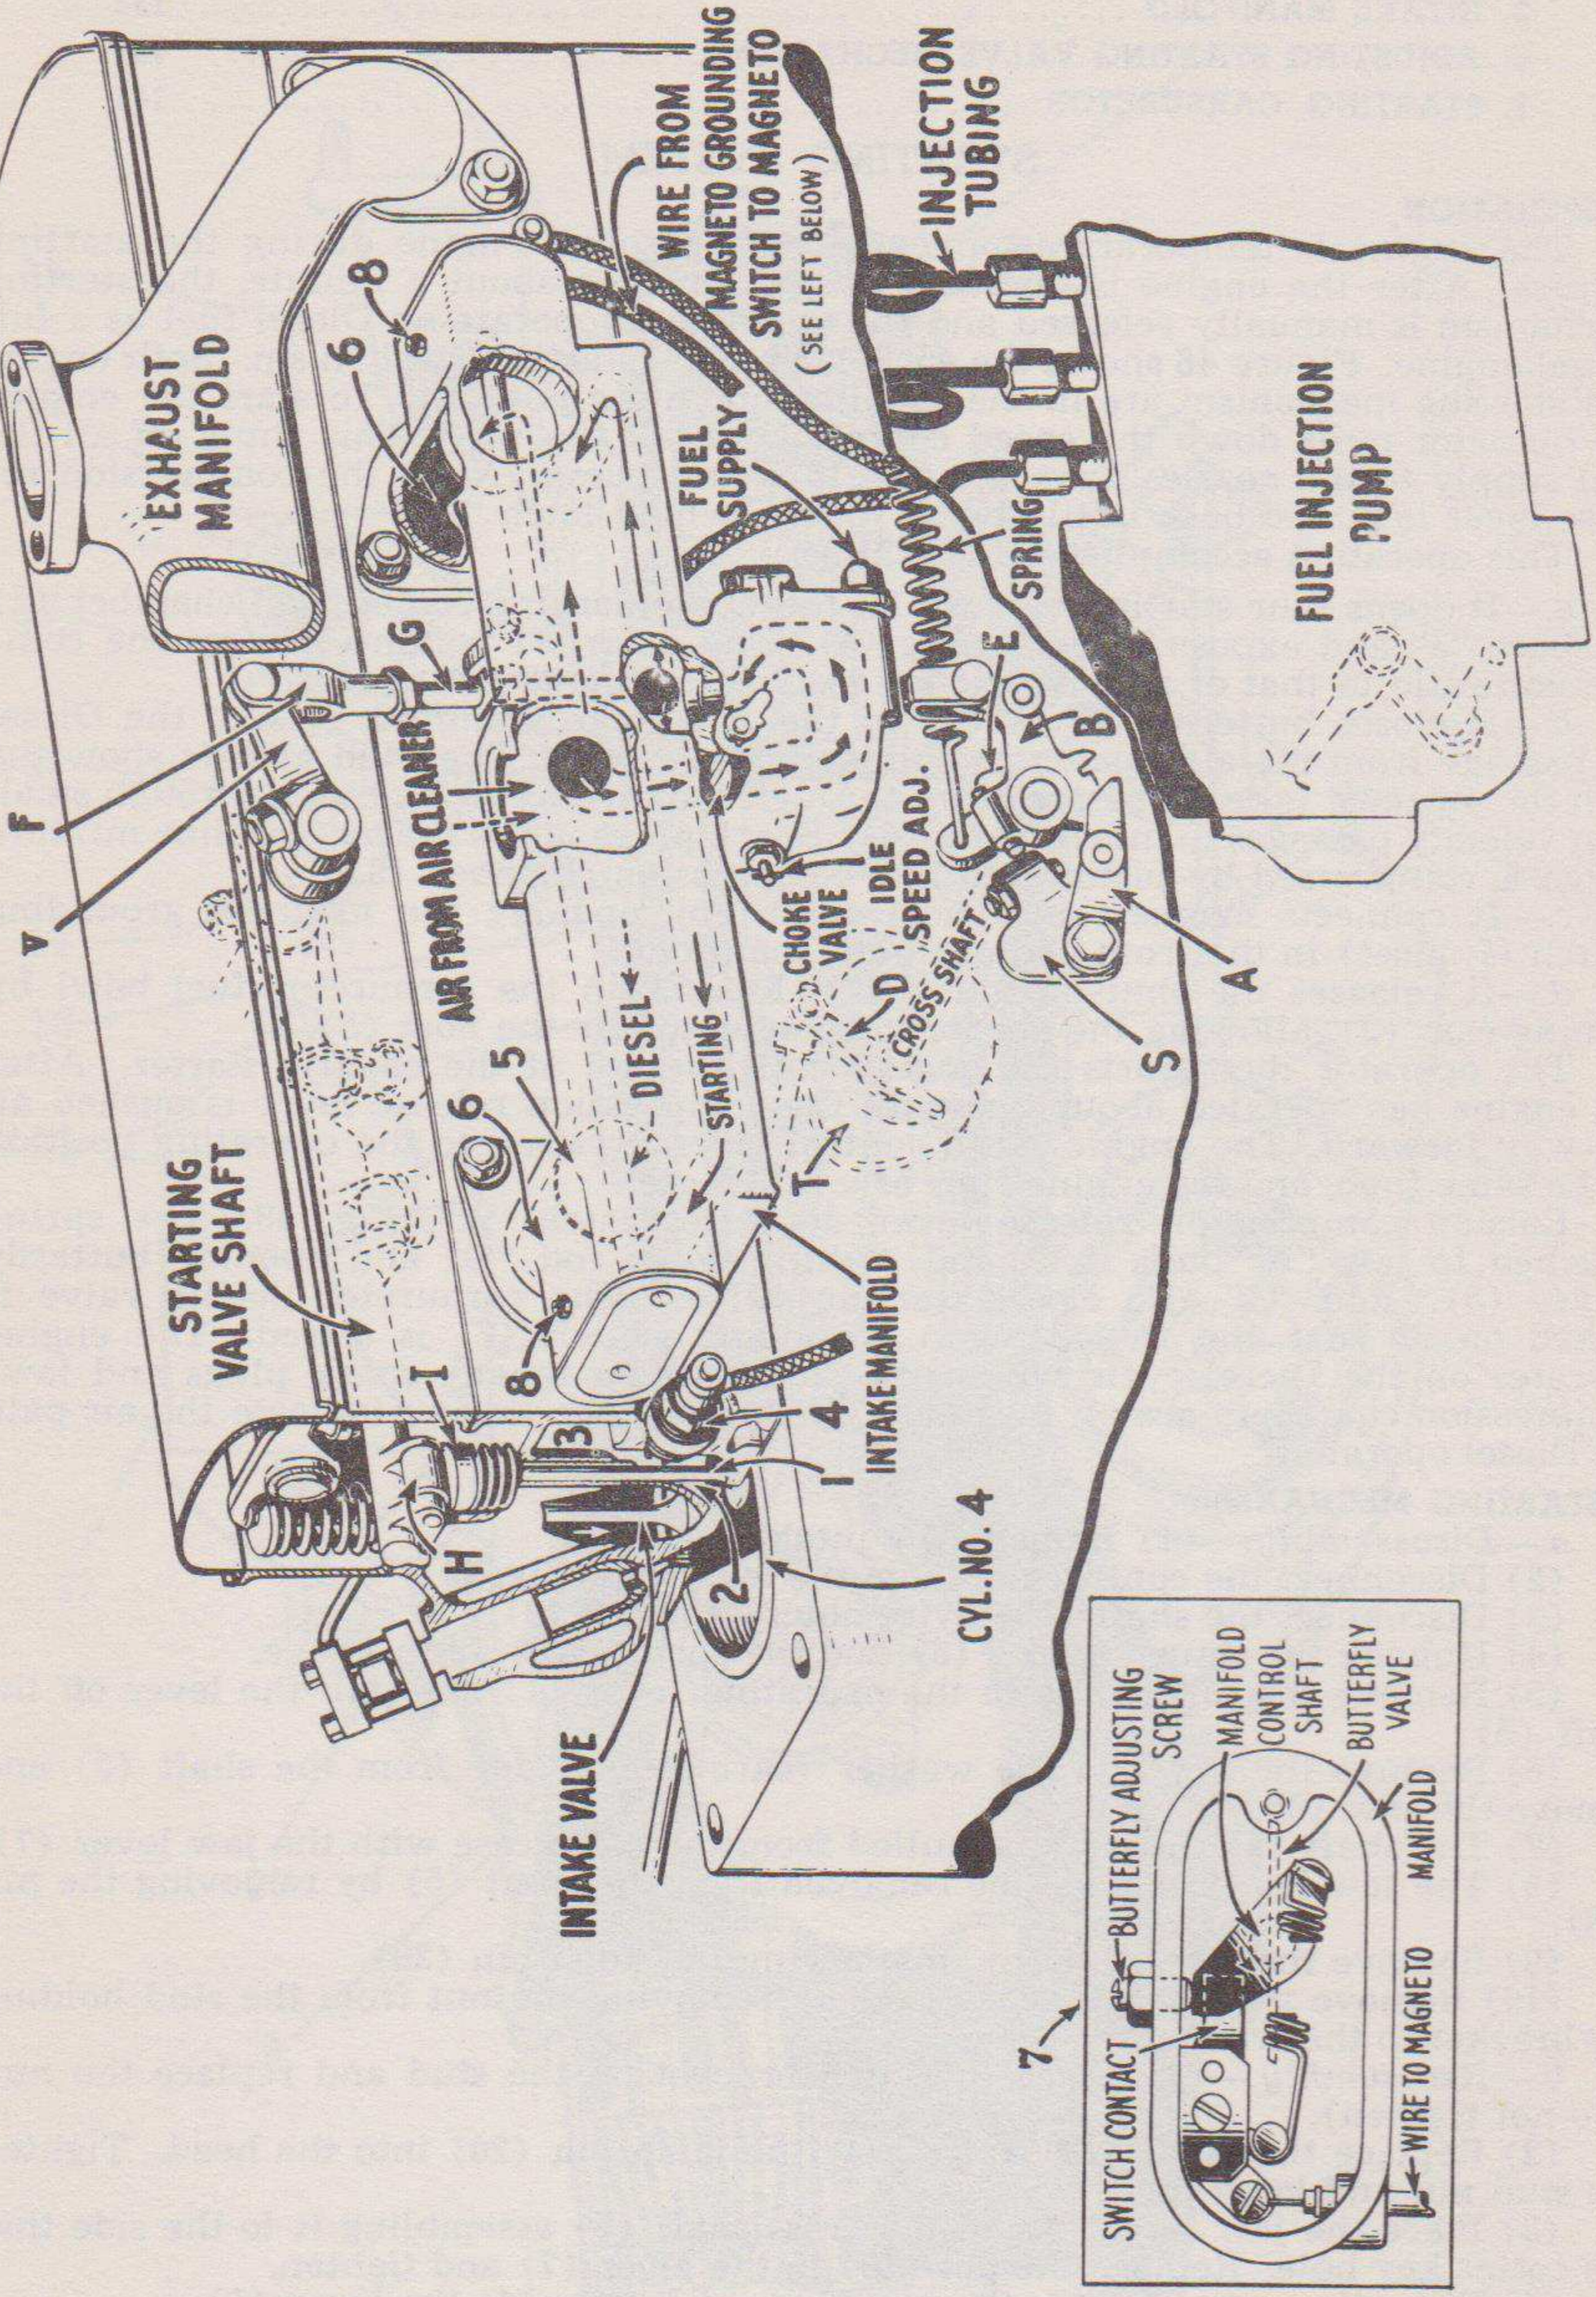
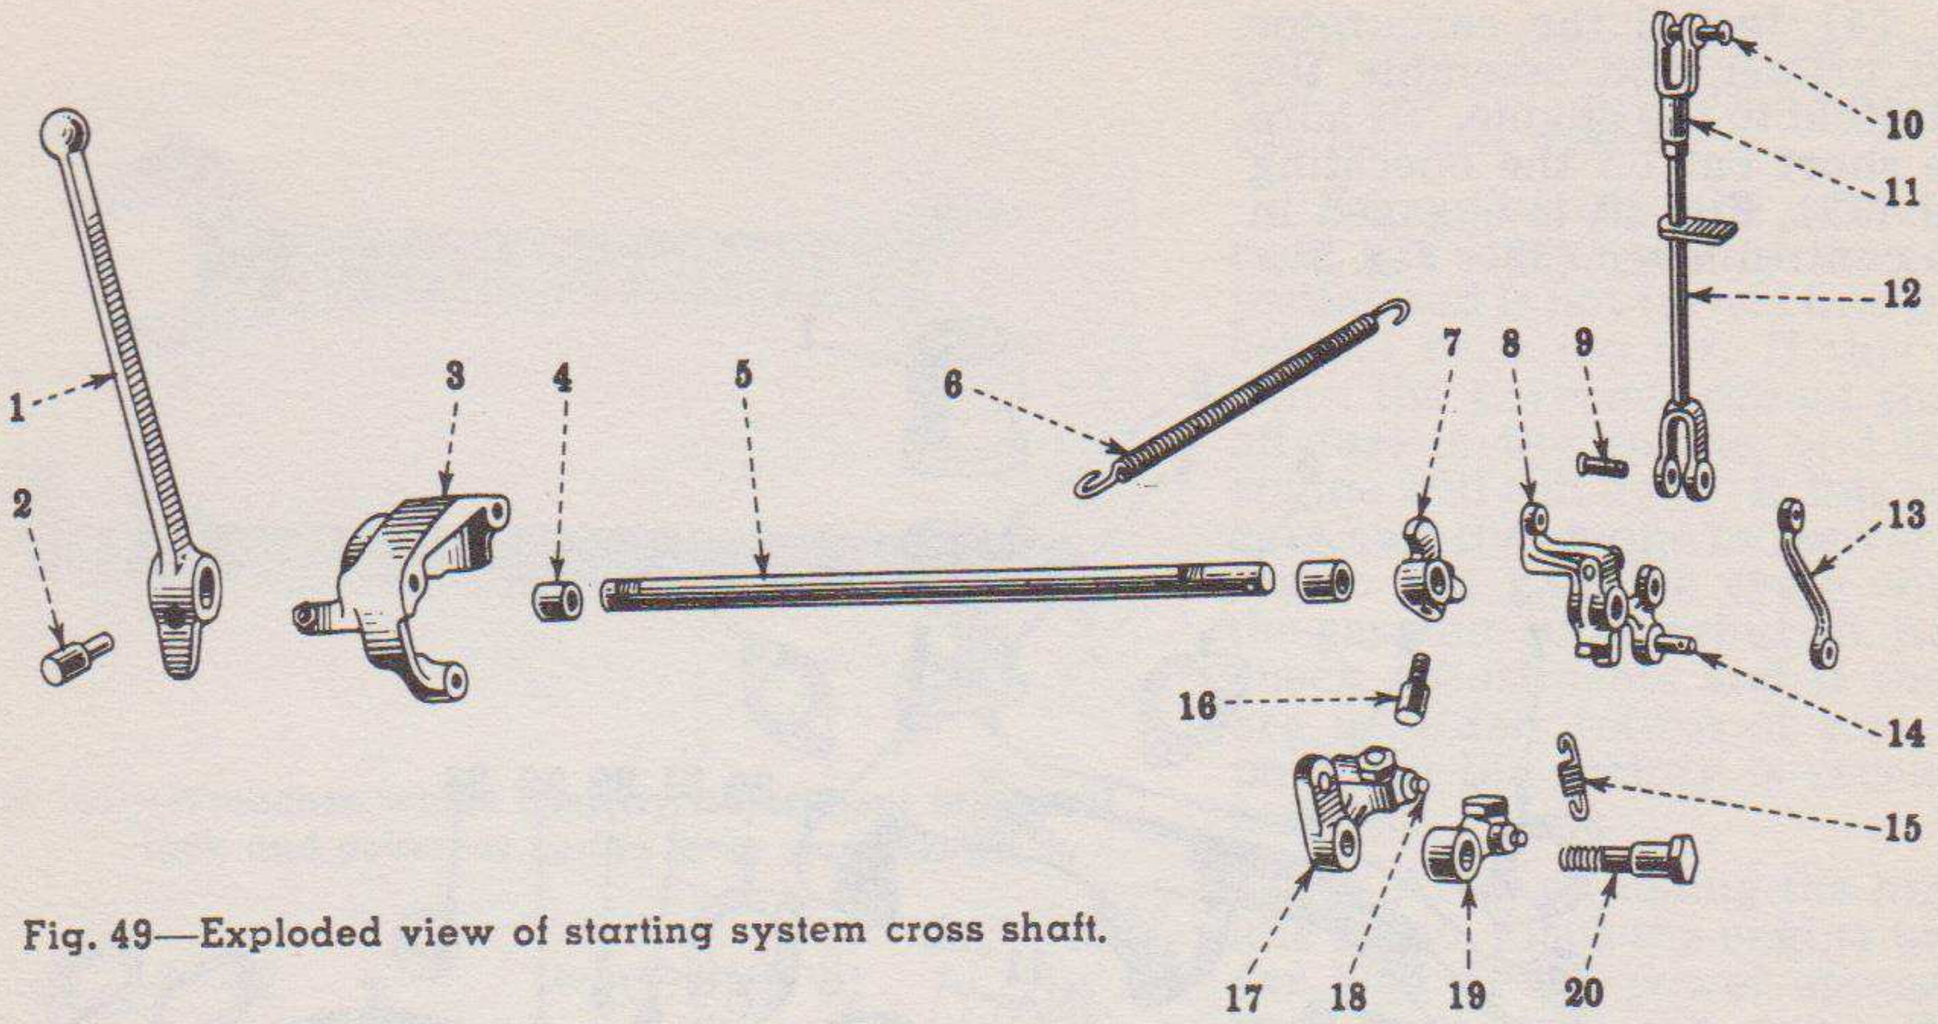
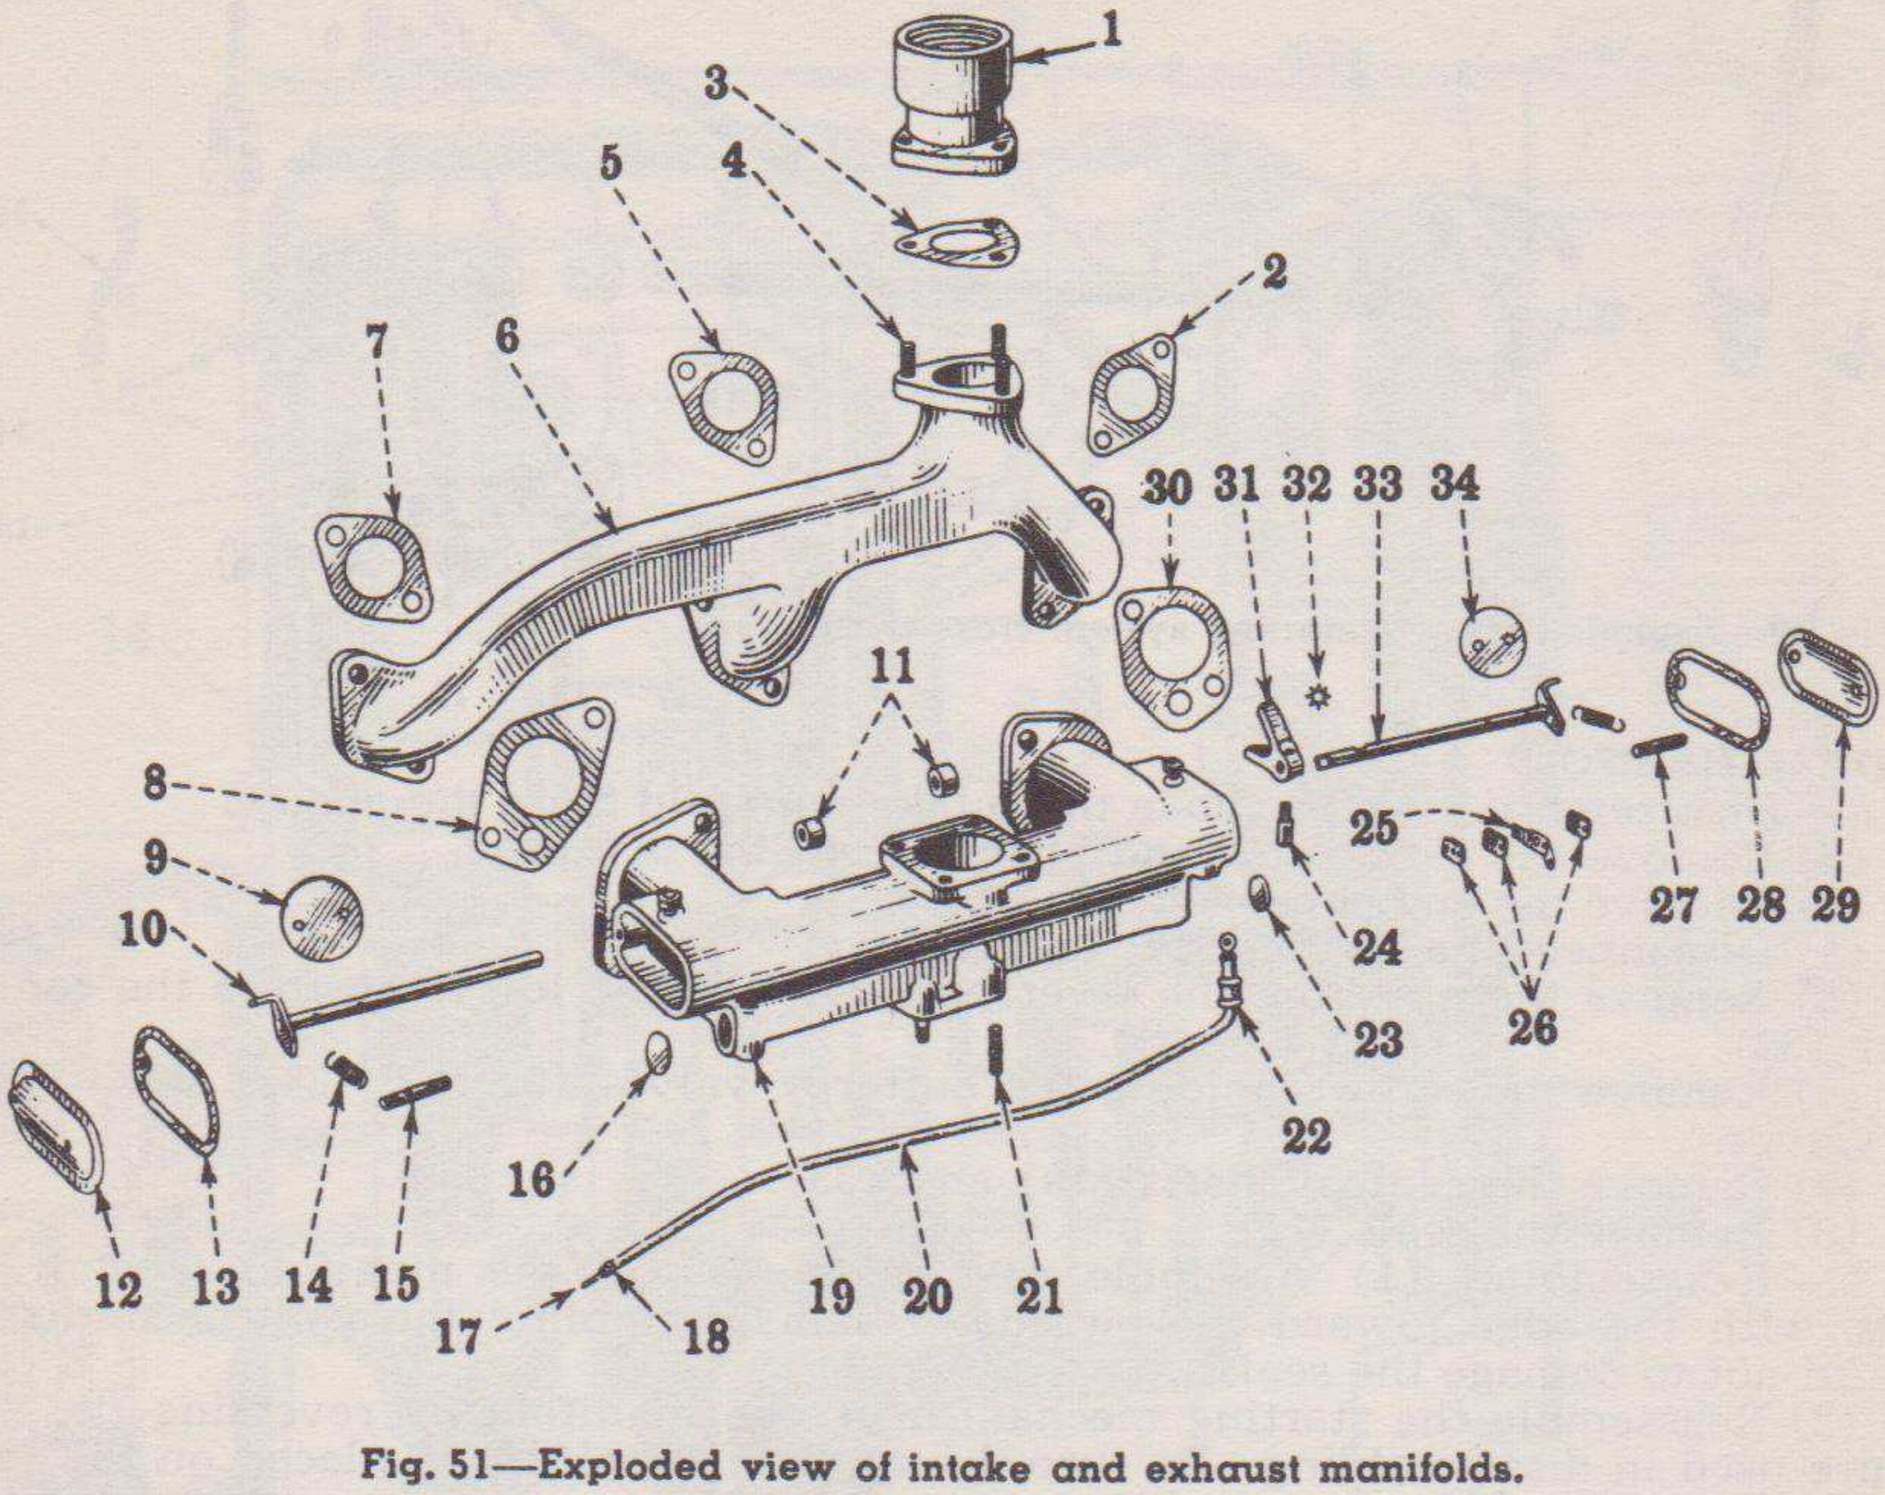

Fig. 48—Starting system.
Fig. 49—Exploded view of starting system cross shaft.
Fig. 51—Exploded view of intake and exhaust manifolds.
The engine is temporarily converted to a gasoline engine during the starting process. After the engine is operated on gasoline for about a minute, the starting mechanism is manually released and the engine will operate on Diesel fuel as a full Diesel engine. Figure 48 shows the 45° head engine starting mechanism. Both engine and starting mechanism are in the gasoline operating position. To start the engine, the operator pulls down the speed control lever all the way. This shuts off all the fuel supply to the nozzles from the fuel injection pump. Next, the compression release lever is pulled back until jaw "B" locks behind latch "A".
Raising compression release lever depresses latch "A", Fig. 48. The spring attached to jaw "B" pulls it around, pulling down rod "G" and opening butterfly valves (5). Rod "G" also closes starting valves. The carburetor needle valve is locked on its seat and the magneto grounding switch (7) is closed. The engine operates on the Diesel cycle while the carburetor, magneto, spark plugs and low-compression chambers are all inactive. The broken line arrows indicate the air path for Diesel operation.
a.—Disassembly.—(1) Remove the intake manifold.
(2) Disconnect the control rod from the lever (1), Fig. 49.
(3) Disconnect the shaft (12) by removing the pin (9).
(4) Unhook the return spring (6) and the spring (15) and remove.
(5) Remove the pin (2) from the operating lever (1) and pull the lever off the shaft (5).
(6) Remove the key and the washer (carburetor side) from the shaft (5) and remove the jaw (8).
(7) The shaft (5) can now be pulled from the crankcase with the jaw lever (7).
(8) The jaw lever then can be removed from the shaft (5) by removing the pin (16).
(9) Remove the latch (19) by unscrewing the latch pin (20).
(10) Remove the latch bracket (17) by removing the nut from the stud holding the bracket to the crankcase.
b.—Reassembly.—(1) Place the latch bracket on the stud and replace the nut. (Do not tighten).
a.—Disassembly.—(1) Remove the intake manifold from the engine.
(2) Remove the carburetor and primer from the manifold.
(3) Remove the end cover (12), Fig. 51.
(4) Disconnect the springs (14) and remove.
(5) Remove the nut from the lever pin (24) and the lever pin from the control lever (32).
(6) Remove the screws holding the butterfly valves (9) and (34), and remove the valves.
(7) Remove the control shafts (10) and (33).
(8) Remove the seals (11).
b.—Reassembly.—(1) Assemble new seals (11) in the manifold. Install the seals, with the edge toward the outside. When assembling the control shafts, be careful not to damage the seals.
(4) Install the carburetor and primer and assemble the manifold to the engine. Be sure the short bar on the operating rod (12), Fig. 49, is engaged in the control lever (32), Fig. 51.